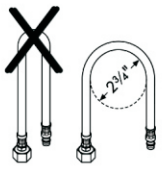

Figure 1
1. The inlet pipe cannot be bent excessively. (Figure 1)